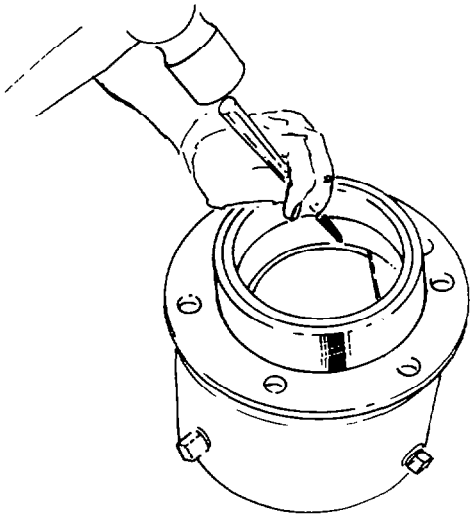

Fig. 277 — Removing Rear Bearing Cup
q. Use a drift and hammer to remove the bearing cups from the bevel pinion housing (see figs. 277 and 278).